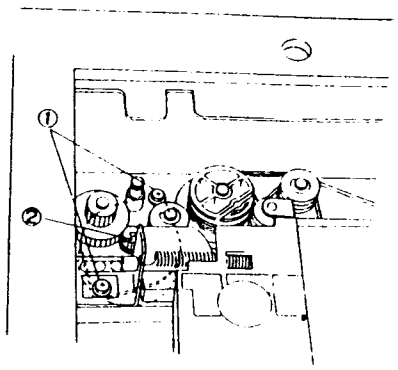

Рис. 5 NZM-0093
13. (Рис. 5): Снимите двигатель объектива.
①. Отверните винты (2).
②. Снимите двигатель объектива.